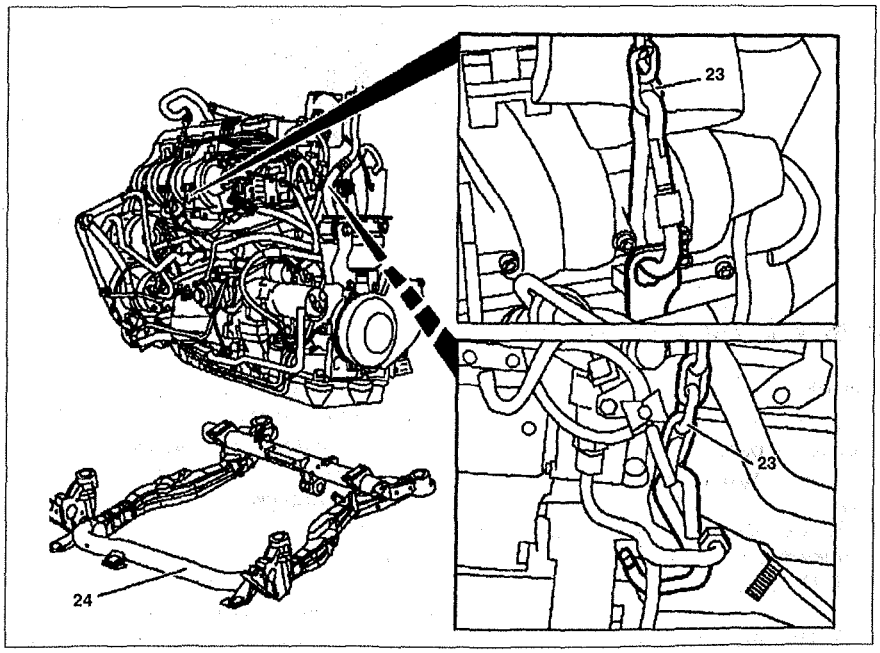

Рис. 3.6. Снятие двигателя с трансмиссией: 23. Цепь, **24.** Подрамник.
21. Присоедините к двигателю цепь **23** и поднимите с подрамника **24** (см.рис.3.6).